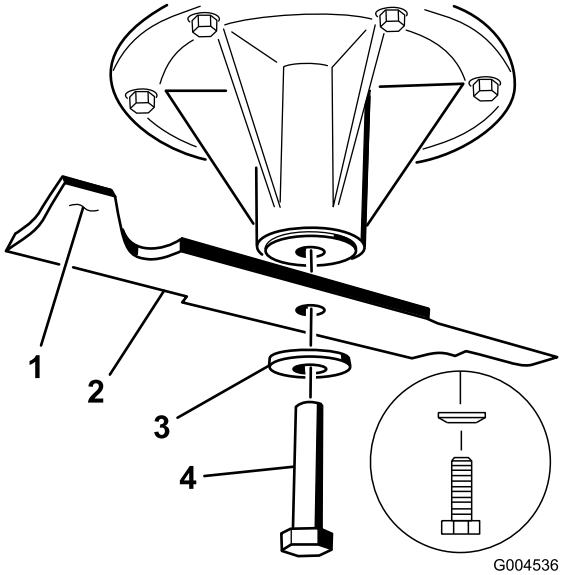

Figuur 94
2. Verwijder de mesbout, de klemring en het mes van de spilas (Figuur 94).